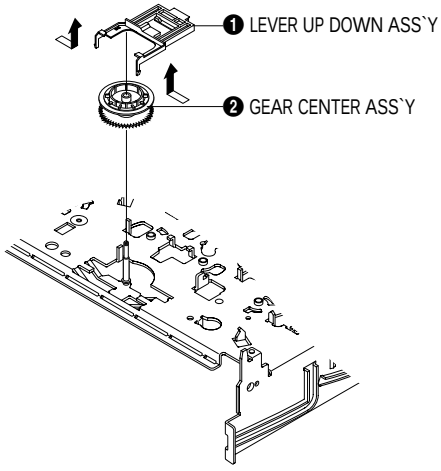

Fig. 1-21 Lever Up Down Ass'y Removal
1) Remove the 2 hooks in the direction of arrow as shown Fig. 1-21 and lift the Lever Up Down Ass'y ❶.
2) Lift the Gear Center Ass'y ❷.